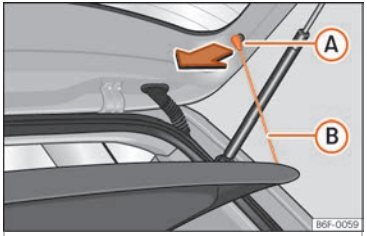

Abb. 121 Im Gepäckraum: Gepäckraumabdeckung aus- und einbauen.
- Hängen Sie die Haltebänder ››› **Abb. 121** Ⓑ aus den Aufnahmen Ⓐ aus.
- Hängen Sie die Haltebänder ››› **Abb. 121** Ⓑ an der Heckklappe ein.